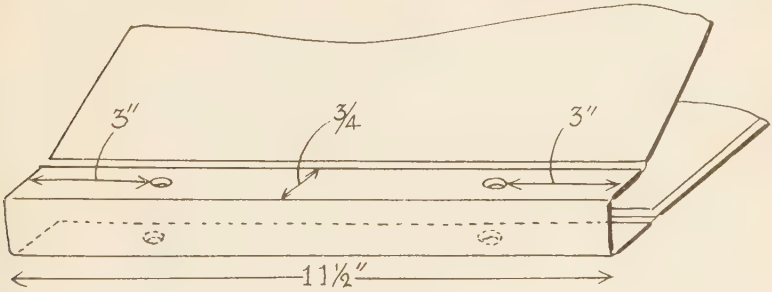

Fig. 102—Diagram for Position of Post or Fastener Holes
1. Fold your cover over this way. (Fig. 102.)